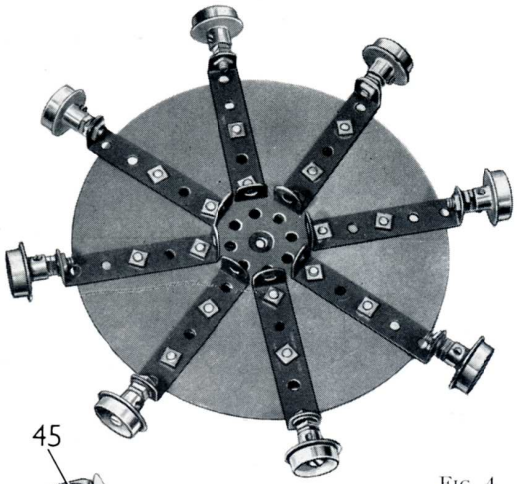

FIG. 4
Les côtés du chariot sont constitués chacun par une poutrelle plate de 11 trous et une de 9 trous qui se recouvrent sur 7 trous, et qui portent à chaque extrémité une cornière de 3 trous. Les côtés sont réunis à chaque extrémité par une poutrelle plate de 11 trous et par une cornière de 11 trous. Deux bandes de 11 trous (43) sont tenues par des équerres, et deux cornières de 5 trous sont boulonnées sur les bandes. Ces cornières soutiennent une tringle de 5 cm. qui porte deux poulies folles de 25 mm. (44) encadrant une poulie folle de 12 mm. Les essieux du chariot sont des tringles de 16,5 cm. Chaque côté de la moufle est formé par deux plaques flexibles triangulaires de 6×4 cm. boulonnées ensemble. Une bande coudée de 60×12 mm. est fixée au sommet de l'un des côtés, et deux équerres sont fixées sur l'autre côté. Les équerres et les rebords de la bande coudée servent à relier les côtés. Un accouplement pour bandes (fig. 4) est tenu par un boulon de 12 mm. qui tient également un grand crochet lesté placé dans la fente de l'accouplement pour bandes. Deux poulies folles de 25 mm. (45) encadrées chacune par un disque à six trous d'un côté et par un disque à huit trous de l'autre tournent sur un boulon de 19 mm. tenu par un écrou.